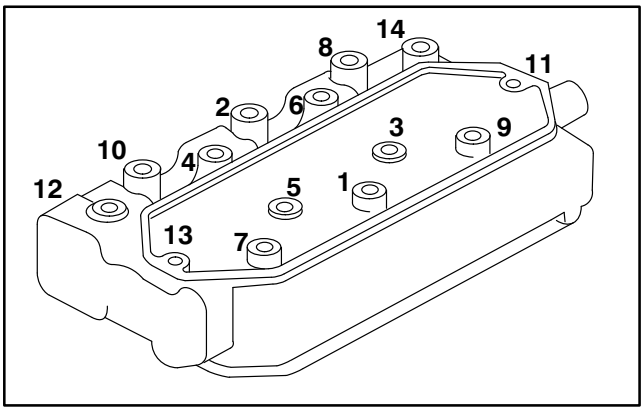

Figure 38
2. Using sequence in figure 38, torque head bolts to 25 ft.−lb.